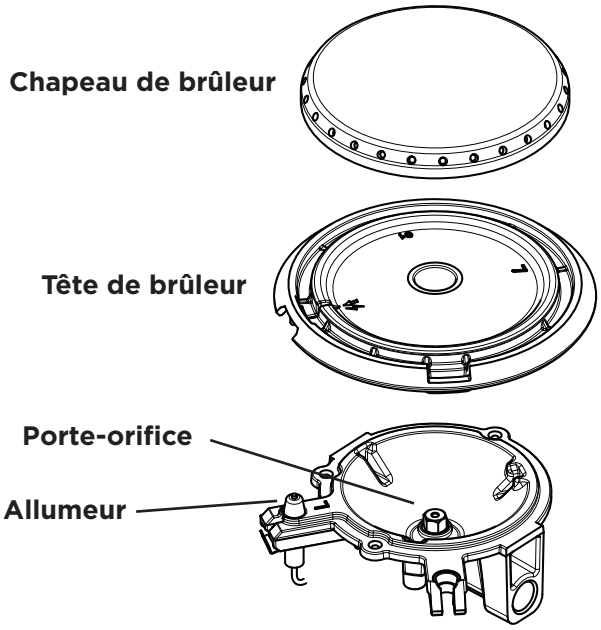
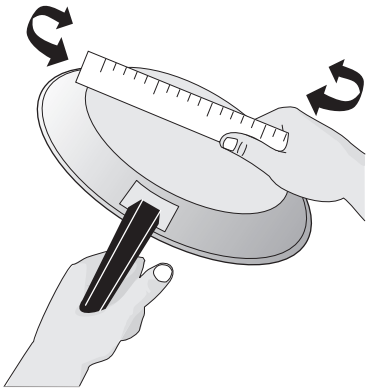

Figure 1: Chapeau de brûleur, tête de brûleur, allumeur et orifice
Figure 2: Mise à l'essai des ustensiles de cuisine
La taille et le type d'ustensiles de cuisine utilisés auront une influence sur la température nécessaire pour obtenir de meilleurs résultats de cuisson. Veiller à suivre les recommandations pour l'utilisation des ustensiles de cuisine comme illustré dans Figure 1 et Figure 2.
Vérifier sa planéité en faisant tourner une règle sur le fond de la casserole (voir Figure 1). Les ustensiles de cuisine doivent avoir des fonds plats qui sont bien en contact avec toute la surface de l'élément de chauffage (voir Figure 2).
2. Appuyer sur le bouton de commande correspondant et tourner dans le sens antihoraire hors de la position < OFF > (FERMÉ) (Figure 1).